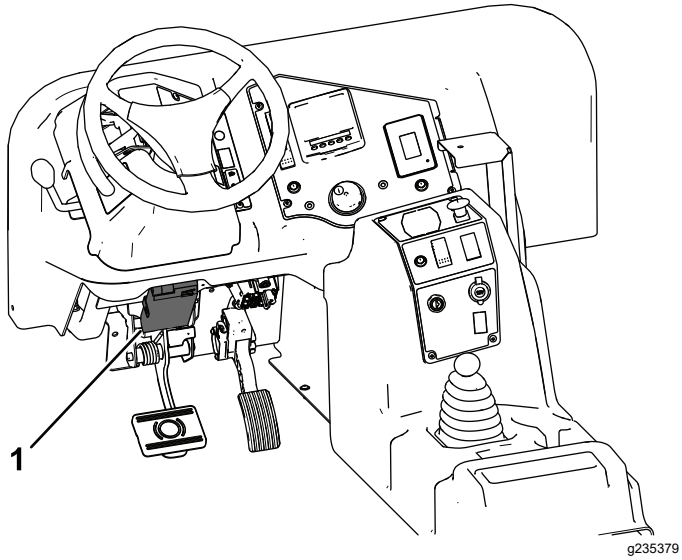

Figuur 8
1. Monteer de remregelaar (Figuur 8) links onderaan op het dashboard; gebruik de 2 bouten (nr. 10 x ⅞") en moeren (nr. 10).